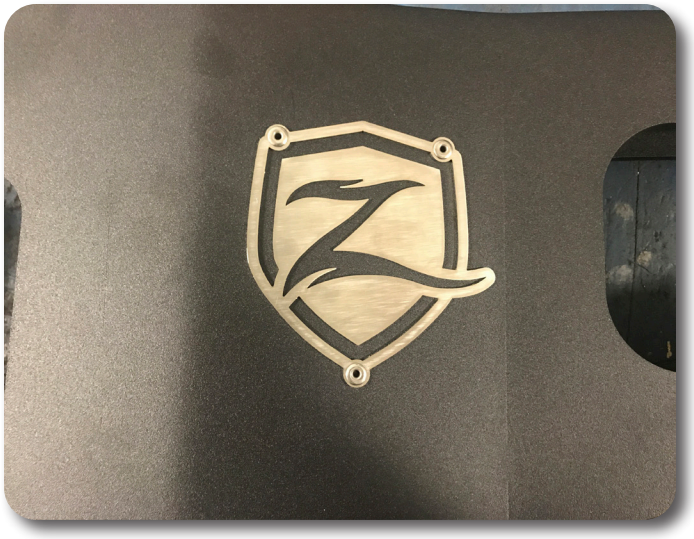

Figure 8
18. Using the hardware from bolt pack #492, attach the Zone badge plate to the radius arm on the side facing out. Repeat for both sides of vehicle. Rivets and #8 hardware are both included, either can be used to attach the badge to the radius arm. Figure 8